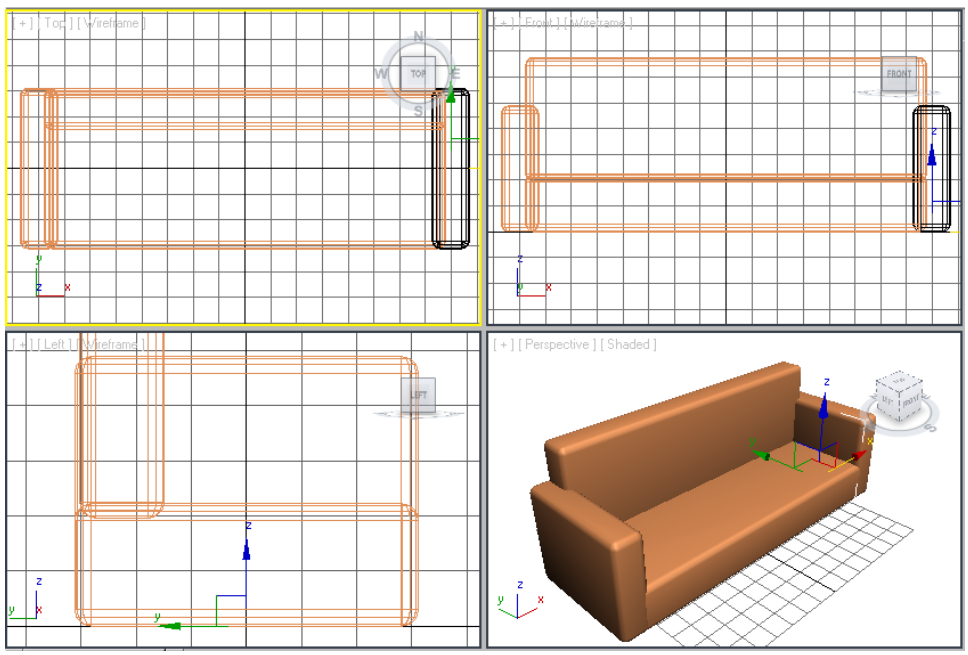

Figure 3-32 *The right side of the couch displayed*
3. In the **Clone Options** dialog box, make sure that the **Copy** radio button is selected and the value in the **Number of Copies** spinner is set to **1**. In the **Name** text box, enter **right side** and choose **OK**; the *right side* of the couch is displayed, as shown in Figure 3-32.